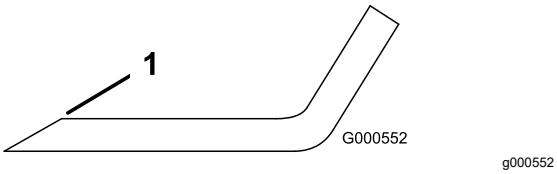

Figuur 65
1. Gebruik een vijl om de snijranden aan beide uiteinden van het mes te slijpen (Figuur 65).
Opmerking: Als het mes niet in balans is, moet u wat metaal afvijlen van het uiteinde van de vleugel (Figuur 65).